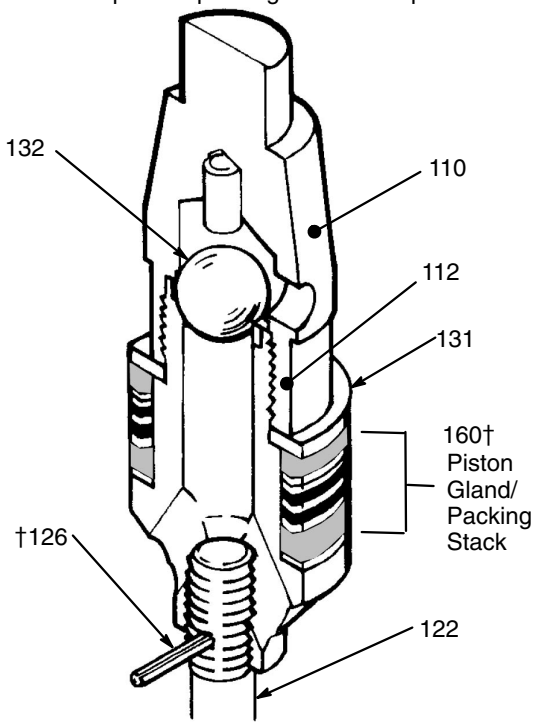

Fig. 6
3. Loosely install the wet–cup/packing nut (136) into the pump housing (109).
4. Refer to Fig. 6 for displacement pump service. Install the gland/packing stack (160†) on the piston valve (112) as follows, with the lips of the v–packings facing up.
5. Slide the gland/packing stack supplied in Repair Kit 222101 down onto the piston valve (112). Do not disassemble the packing stack, and be sure the lips of the v–packings are facing up. Install the backup washer (131) on top of the gland/packing stack.